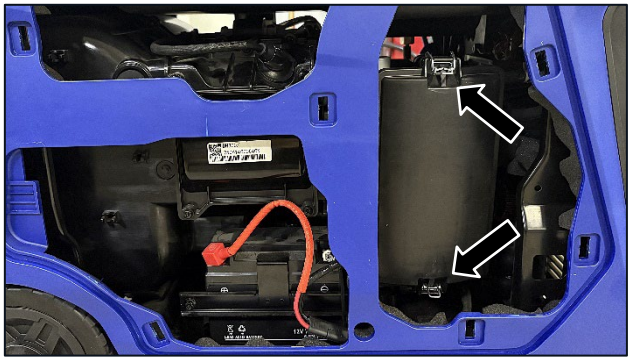

Figure 32 Remove the Air Filter Cover
2. Remove the air filter cover by undoing the clamps to release the cover (see Figure 32).